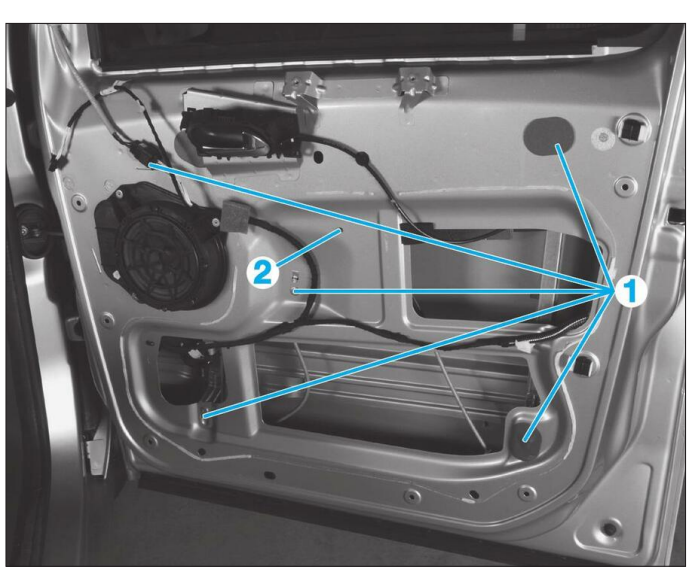

**Fig. 63**
• Percer les têtes de rivets à l'aide d'un foret de 6 mm (1) **(Fig.63)**.
• Dégrafer (2) le mécanisme de lève vitre.